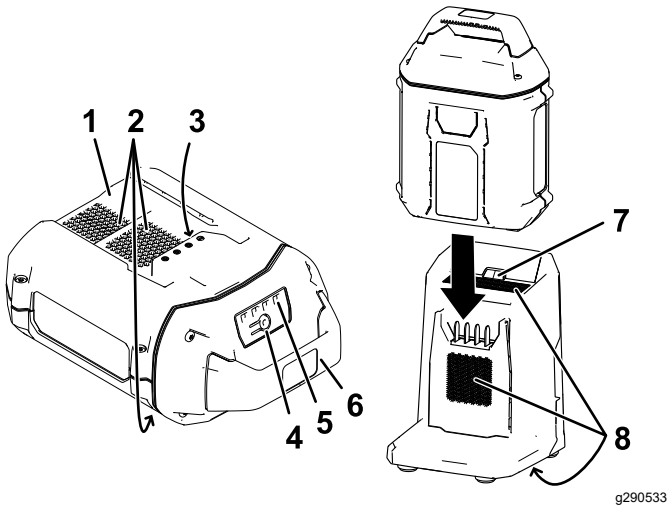

Figura 10
2. Alinee el hueco de la batería (Figura 10) con la lengüeta del cargador.
3. Introduzca la batería en el cargador hasta que esté completamente asentada (Figura 10).